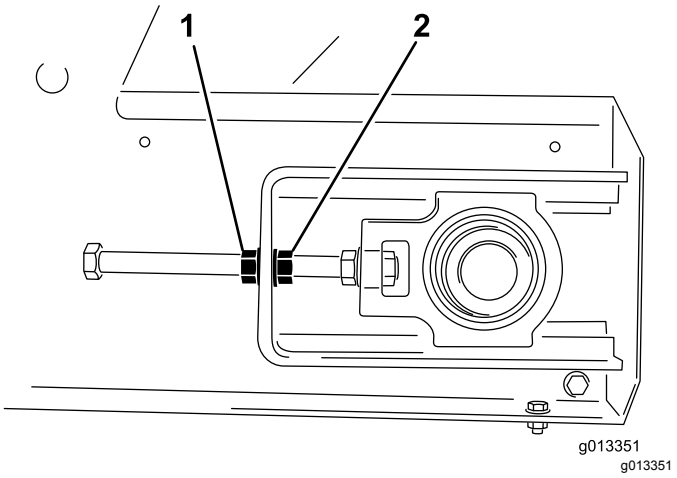

**Figur 55**
4. Bruk to skiftenøkler, hold enden av strekkstangen stille og løsne låsemutteren, dvs. mutteren som er nærmest stangen (Figur 55).
3. På siden sporer beltet fremover. Hold enden av strekkstanga stille, løsne låsemutteren og stram til justeringsmutteren to flater på mutteren (Figur 55).